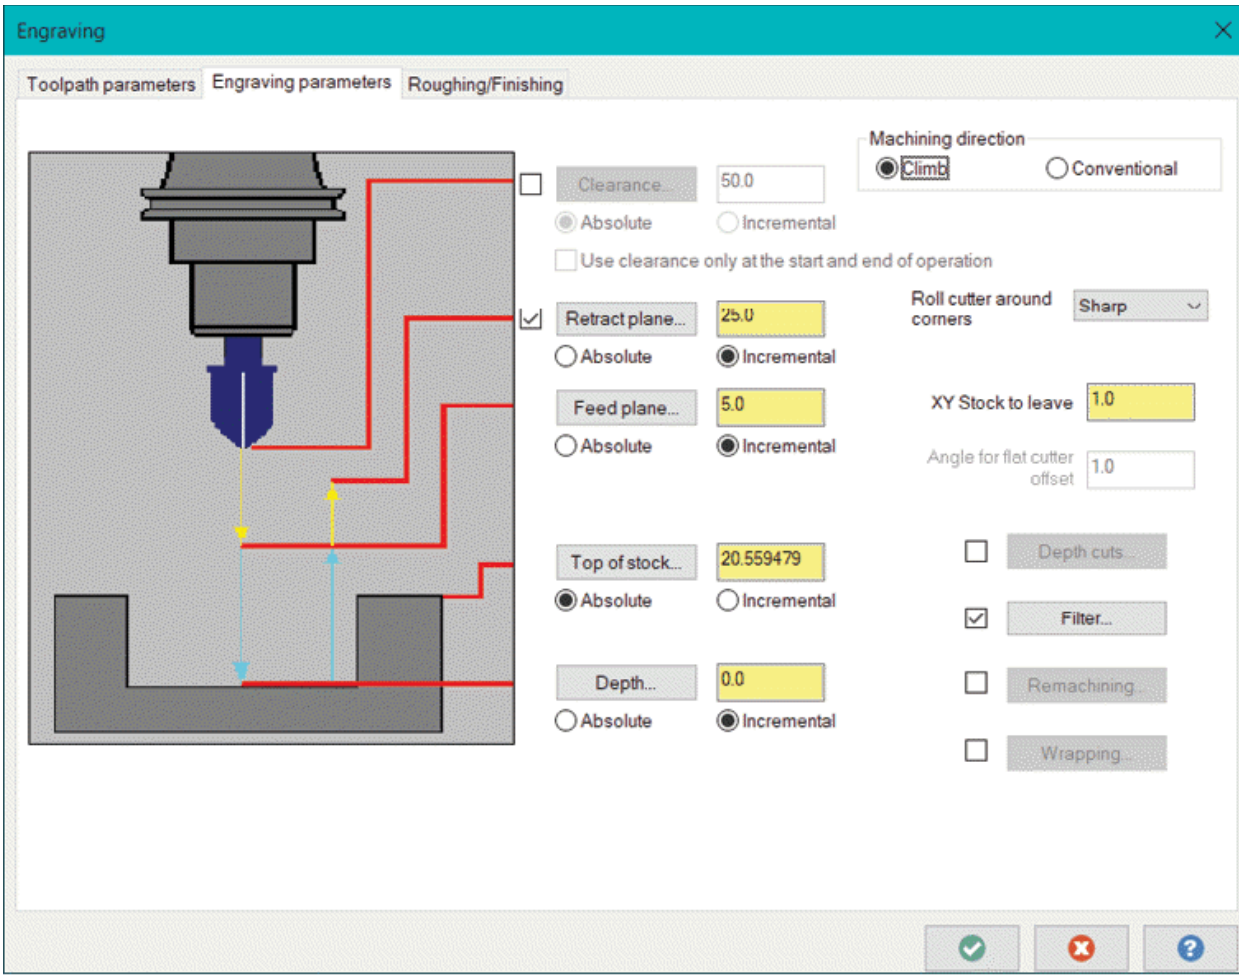

Figure-65. Engraving parameters tab
- Click on the **Engraving parameters** tab of the dialog box. The dialog box will be displayed; refer to Figure-65.